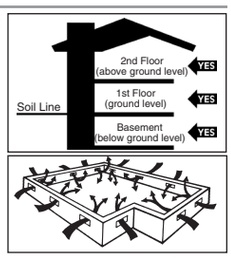

Figure 1
- Crawl spaces must be a minimum of 18˝ (46 cm) from the ground to the underside of the joists. A ground cover of 6-20 mil black polyethylene film is essential as a vapor barrier with joints lapped 6˝ (15 cm) and sealed with moisture resistant tape. The crawl space should have perimeter venting equal to a minimum of 1.5% of the crawl space square footage. These vents should be properly located to foster cross ventilation (Figure 1).